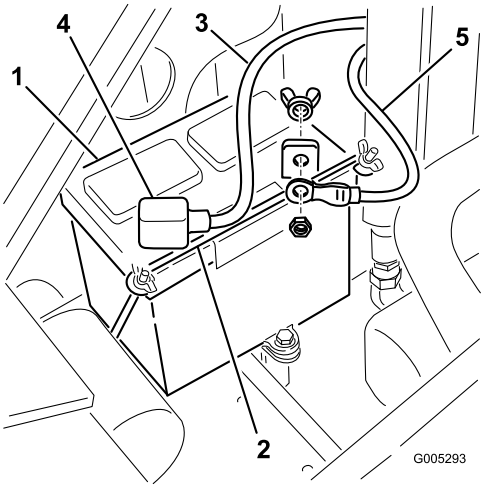

Figura 27
4. Retire las tuercas de orejeta y la barra que fijan la batería (Figura 27).
9. Instale la batería en el chasis (Figura 27).
10. Sujete la batería en el chasis (Figura 27).
batería (Figura 27). Deslice la cubierta de goma sobre el borne de la batería.
12. Usando el perno y la tuerca de orejeta suministrados con la batería, conecte el cable negativo (negro) al borne negativo (–) de la batería (Figura 27).